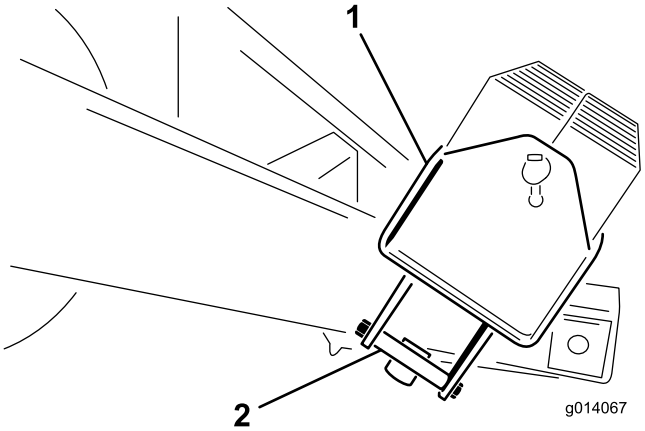

**Figur 5**
2. Fjern 1/2 x 5-1/2 tommes boltene fra monteringsbeslaget, der holder vægtkassen. Fjern monteringsbeslagene (Figur 5).